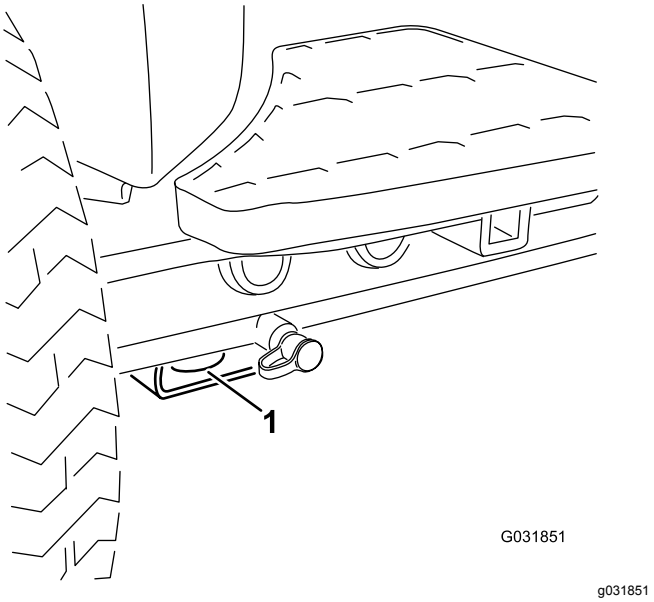

Figuur 70
- Voor – de opening in het rechthoekige blok, onder de asbuis, aan de binnenzijde van beide voorwielen (Figuur 70)